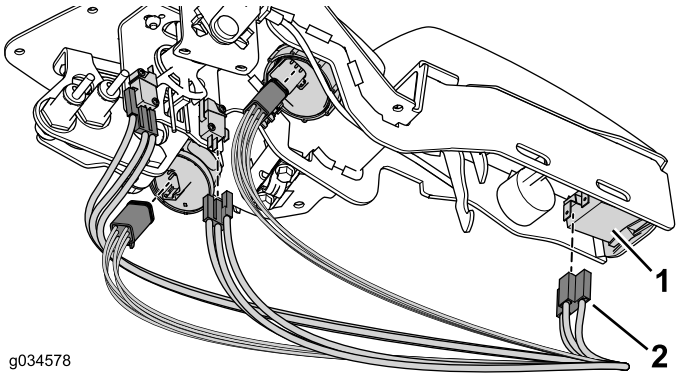

Figuur 30
5. Sluit de kabelboom aan op de juiste stekkers (Figuur 30).